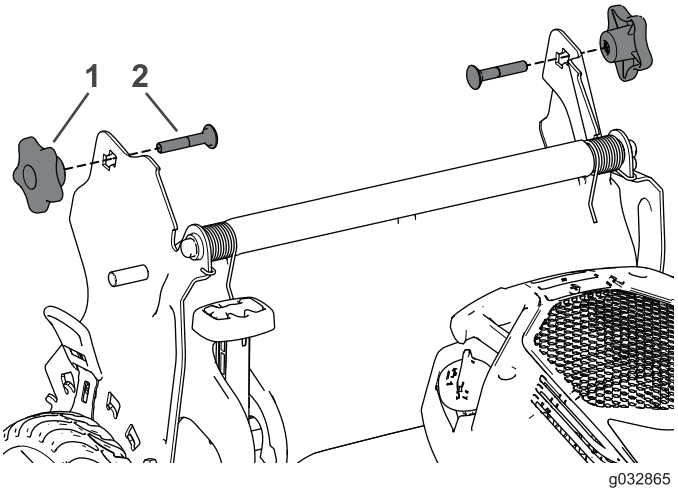

Figuur 28
3. Steek de slotbout (met de boutkop naar de binnenkant gericht) door de handgreep en de bovenste opening in het handgreepuiteinde. Trek aan de knoppen totdat de vierkante randen van alle slotbouten goed in de bijbehorende vierkante openingen passen (Figuur 28).